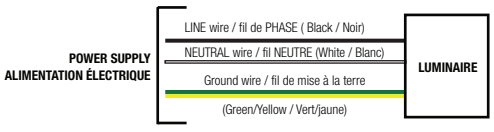

**Fig. 1b**
4. Découper le trou approprié dans le plafond (Fig. 1b).
5. Effectuer les connexions électriques dans la boîte de jonction entre le luminaire et les fils d'alimentation comme indiqué sur la Fig. 1b.